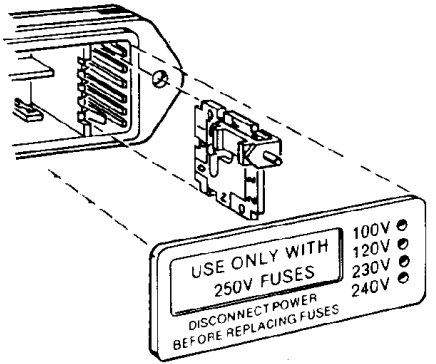

Figure 4. Modifier la tension d'alimentation secteur.
- La carte de sélection de tension est un petit circuit imprimé équipé d'une cheville indicatrice en plastique blanc, installée dans un boîtier situé à la droite du module d'entrée d'alimentation, comme illustré à la figure 4. Tirez la carte de sélection de tension hors du boîtier à l'aide de fines pinces. N'utilisez pas la cheville indicatrice comme prise.